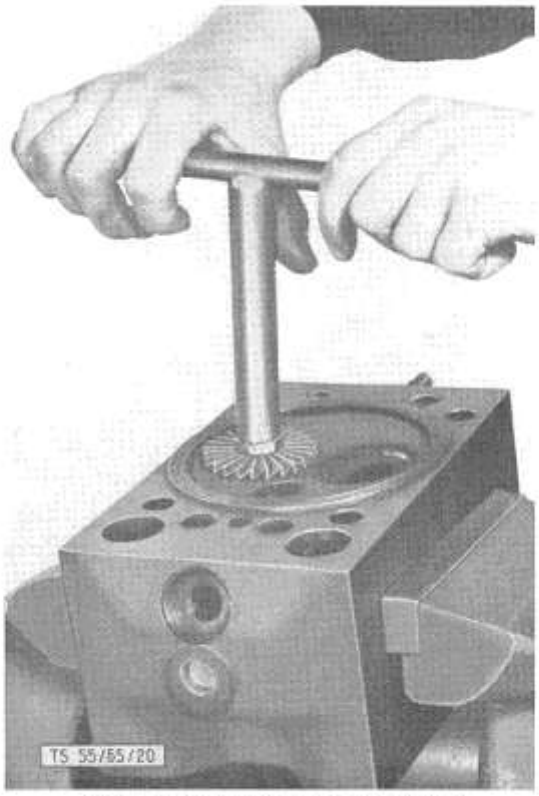

Bild 20: **Nacharbeiten des Ventilsitzes**
b) Obere Seite der Ventilteller mit Haarlineal auf Durchbiegung prüfen. Ventile, deren Ventiltellerstärke nach dem Schleifen weniger als 1 mm betragen (siehe Bild 20 a), sind zu ersetzen, da Gefahr besteht, daß sich der Ventilteller im Betrieb durchbiegt.
Bild 20 a: **Ventiltellerstärke**